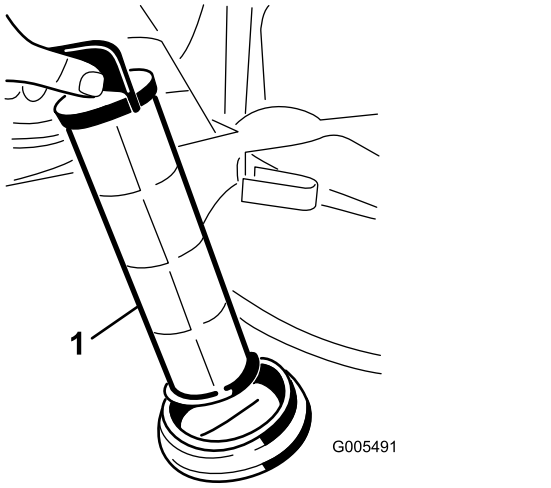

Figuur 17
4. Trek de zuigkorf uit zijn behuizing in de tank (Figuur 17).